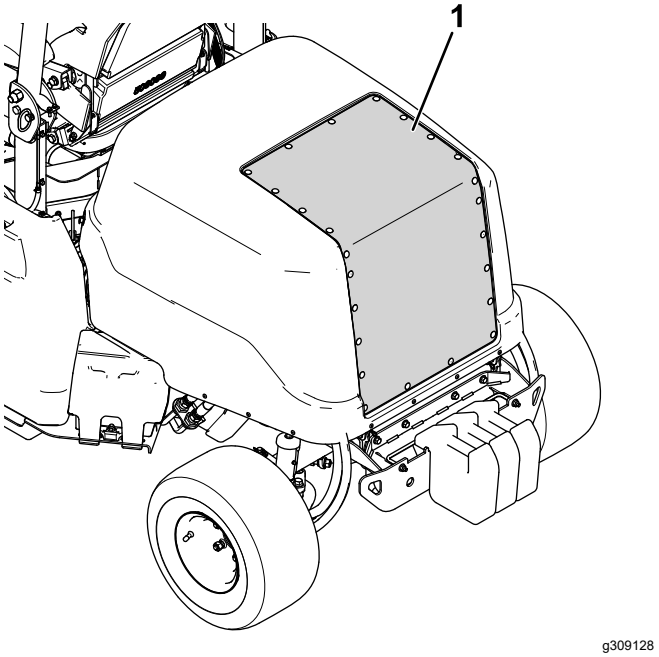

**Bild 69**
2. Reinigen Sie das Luftansauggitter mit Druckluft (siehe Bild 69). Richten Sie dabei die Druckluft vom Motorinnenraum nach außen.